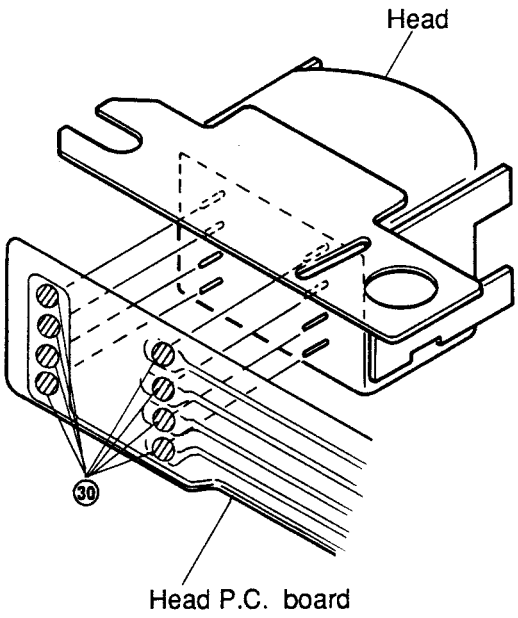

Figure 22
(2) Remove solder ㉚ and remove the head from the head PC board as shown in Figure 22.
(3) After replacement, mount the new head following the removal steps in the reverse order.